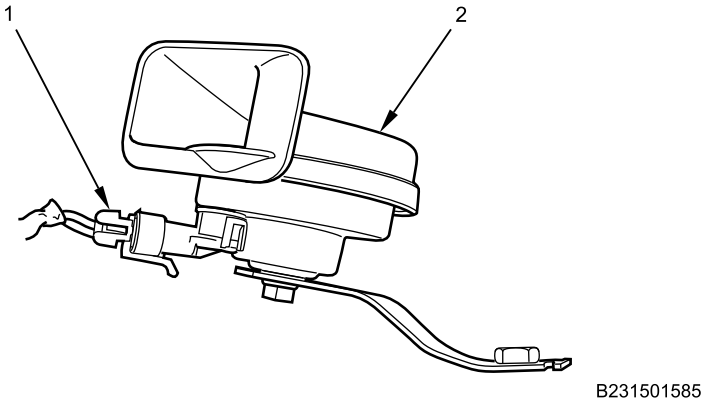

Figure 2. Horn Connector.
3. Disconnect electrical connector (Figure 2, Item 1) from horn (Figure 2, Item 2).
4. Remove horn (Figure 2, Item 2).